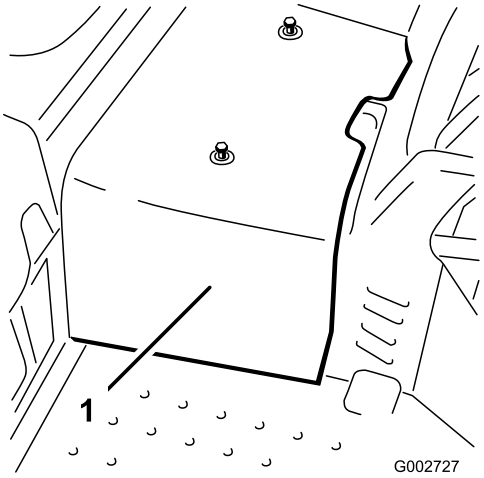

Figuur 31
2. Draai de 2 schroeven los waarmee het middelste scherm is bevestigd aan de machine en verwijder het scherm (Figuur 31).